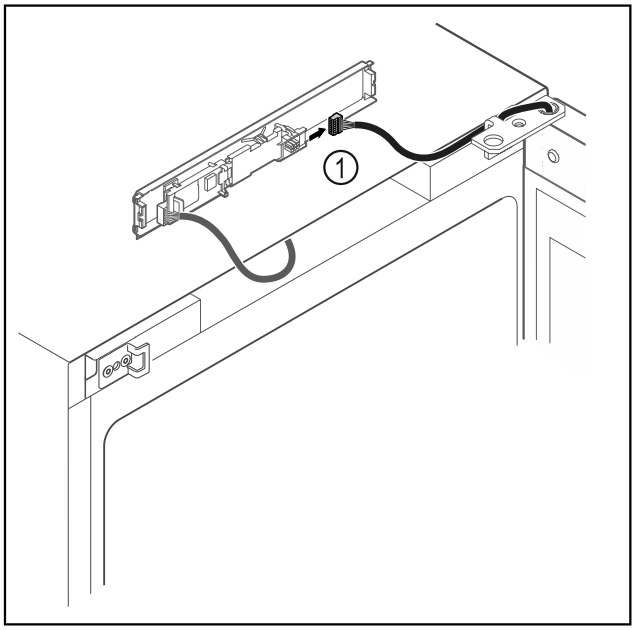

Fig. 10
▶ Scoateți fișa *Fig. 10 (1)* de la placa electronică.